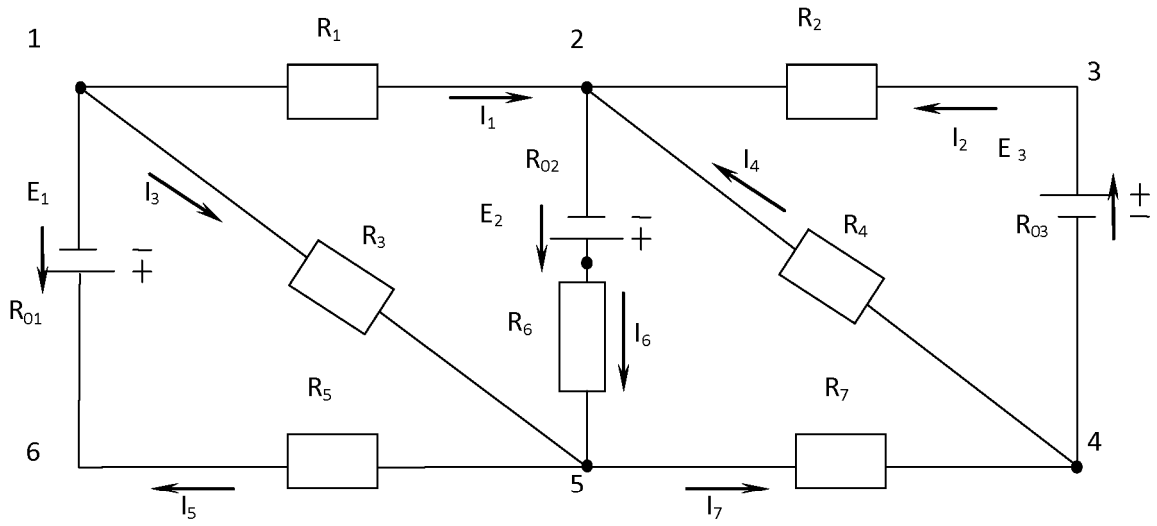

Рис.2
27. Сколько уравнений можно составить по второму закону Кирхгофа для схемы рис.2.